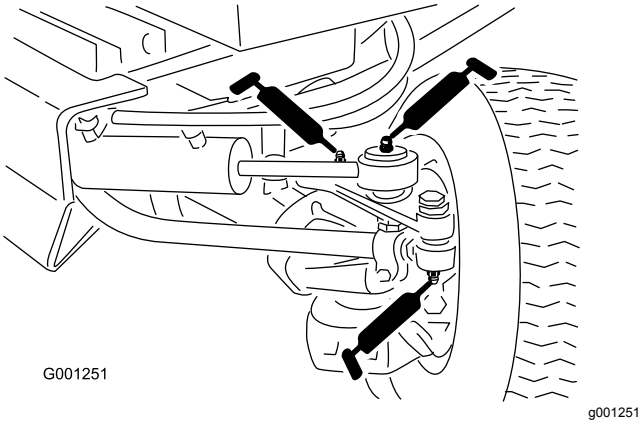

Figuur 44
- Uiteinden van spoorstang (2) (Figuur 44)
- Uiteinden van cilinderstang (2) (Figuur 44)
- Draaipunten van besturing (2) (Figuur 44)
- Draaipen van as (Figuur 44)